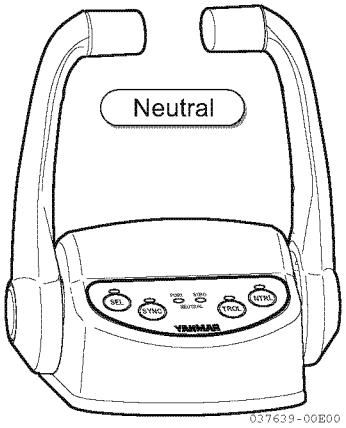
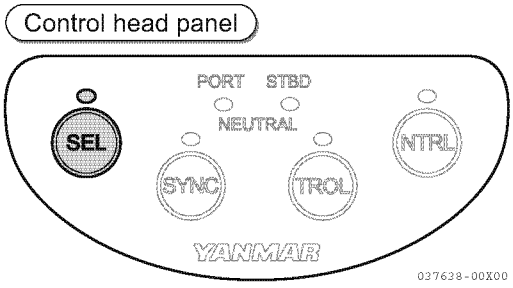

Figur 2
Figur 3
- Knappspanelens lampa tänds och fjärreglagets (**Figur 2**) SEL lampa (**Figur 3**) tänds eller börjar blinka.